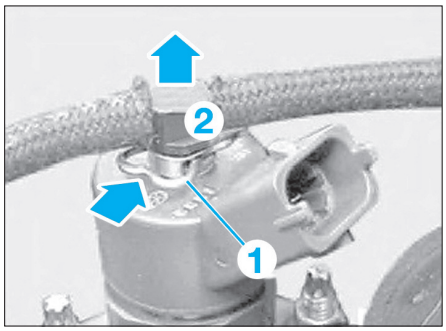

Fig. 68
• Sur les versions 118d, presser l'agrafe (1) puis, retirer le raccord de retour (2) par le haut **(Fig.68)**.